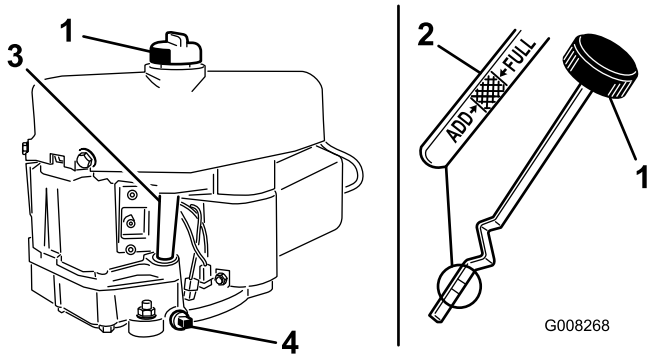

Figuur 24
7. Maak de omgeving van de peilstok (Figuur 24) schoon, zodat er geen vuil in de vulopening kan komen, wat in motorschade kan resulteren.
8. Verwijder de peilstok en veeg het metalen deel schoon (Figuur 24).
9. Draai de peilstok helemaal in de vulbuis (Figuur 24).
9. Verwijder de pluggen zodat de olie in de opvangbakken kan lopen (Figuur 24).
11. Reinig de omgeving van de peilstok en schroef de dop los (Figuur 24).
12. Giet ca. 80% van de gespecificeerde hoeveelheid olie langzaam in de vulbuis (Figuur 24).